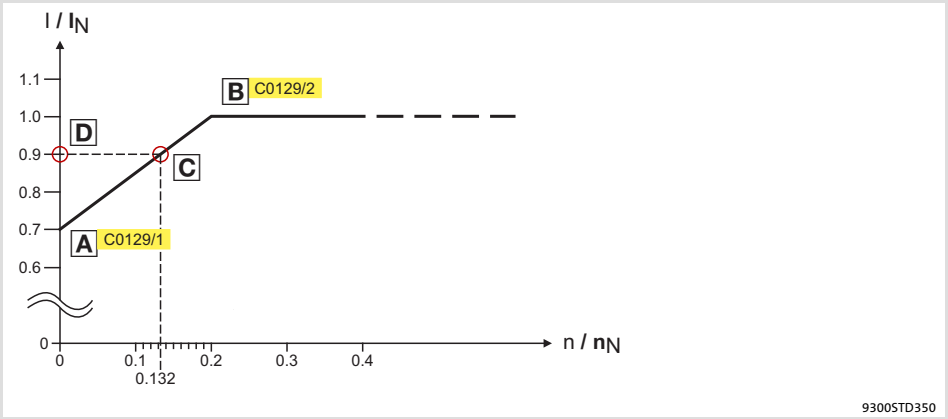

Fig. 2.2-2 Working point in the range of characteristic lowering
The lowered speed / torque characteristic (Fig. 2.2-2) reduces the permissible thermal load of self-ventilated standard motors. The characteristic is a line the definition of which requires two points:
In Fig. 2.2-2, the motor speed and the corresponding permissible motor torque (D) can be read for each working point (C on the characteristic (A) ... B). D can also be calculated using the values in **C0129/1**and **C0129/2** (evaluation coefficient "y", 📖 2.2-4).